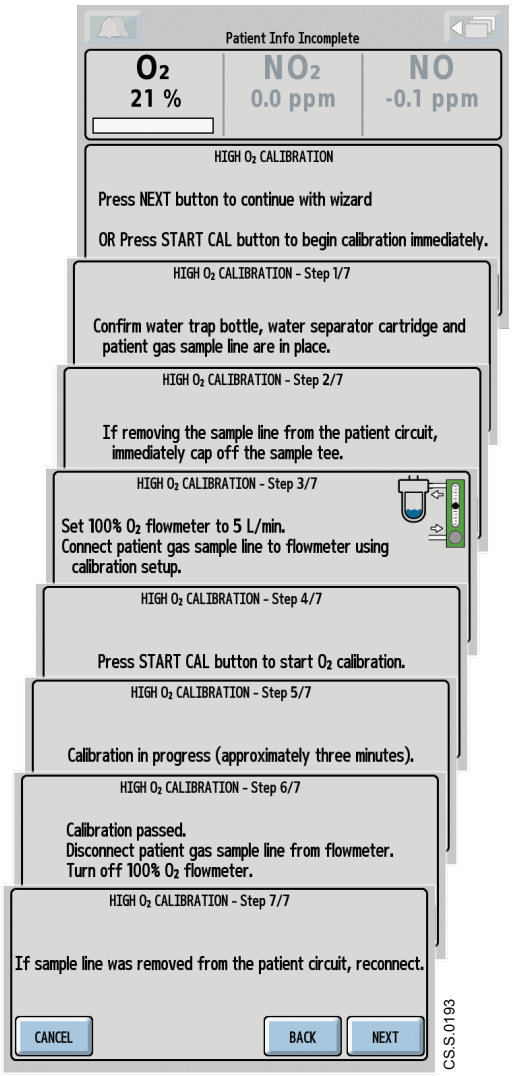

Figure 5-17 High O_2 Calibration Wizard, Screen Sequence
1. Select the **NEXT button** and follow the steps on the screen to continue with the **High O_2 Calibration wizard** (Figure 5-17).